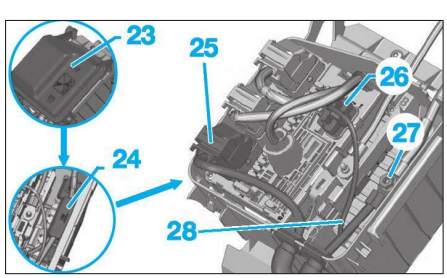

**Fig. 72**
• Déposer le couvercle de boîte à fusibles (23) **(Fig.72)**.
• Dégrafer l'étui de protection (24).
- le connecteur (25),
- le connecteur (26).
• Déposer l'écrou (27).
• Ecarter le faisceau (28) qui sera déposé avec le moteur.